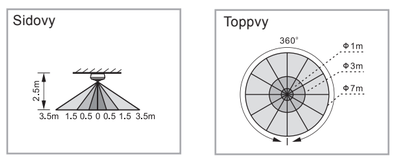

Figur 2
3.1.1 Det rekommenderas att installera i höjden 2,5 m för att få det optimala detekteringsmönstret. Detekteringsområdet kan nå upp till 7m i diameter med en 360° detekterings-vinkel (se Figur 2).